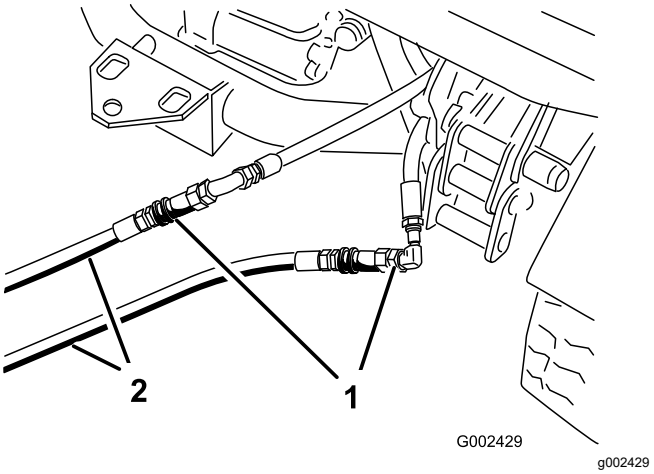

Figur 75
3. På den maskine, der ikke fungerer: Forbind de to startslanger med slangerne, der blev frakoblet (Figur 75).